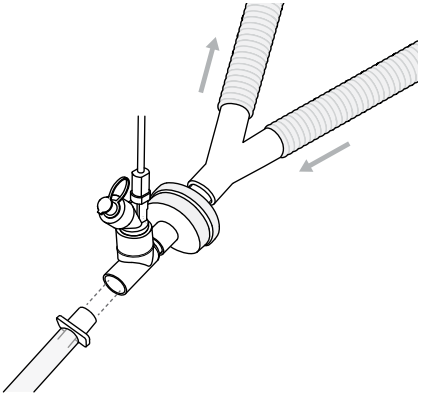

Afbeelding 9. De Aerogen Solo tussen de HME en de endotracheale tube
4. In deze configuratie mag alleen een HME worden gebruikt die is goedgekeurd voor gebruik met een vernevelaar (Afbeelding 9). Volg de instructies van de HME-fabrikant voor het gebruik in combinatie met een vernevelaar. Zorg ervoor dat het totale gecombineerde volume van vernevelaar en T-stuk met of zonder HME geschikt is voor het teugvolume dat wordt geleverd. Gebruik geen vernevelaar tussen het Y-stuk en een pasgeborene. Raadpleeg de contra-indicatie op pagina 149.